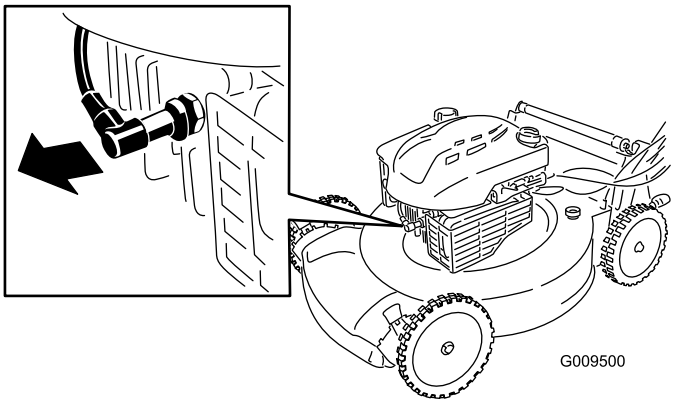

Figur 15
2. Kobl tændrørskablet fra tændrøret (Figur 15), før du udfører nogen form for vedligeholdelsesarbejde.